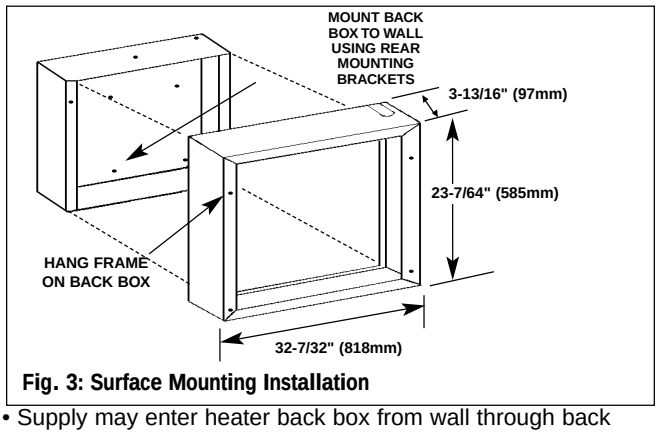

Fig. 3: Surface Mounting Installation
Installation of Back box with Surface-Mounting Frame (See Figure 3)
3. Carefully fit surface frame over back box making sure back edges of frame are flush with finished wall. See fig. 3. Secure frame in place with two screws as shown.